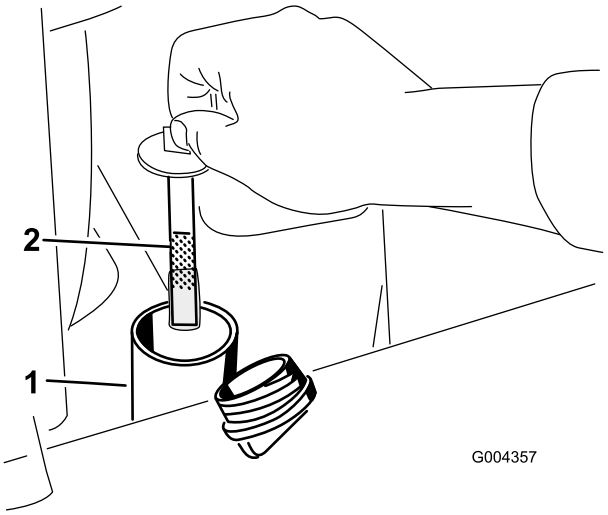

Rysunek 57
5. Zdejmij korek wlewu zbiornika oleju hydraulicznego i wskaźnik poziomu oleju (Rysunek 57).